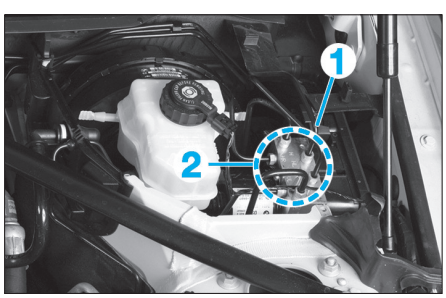

Fig. 37
• Débrancher le connecteur (1) **(Fig.37)**.
• Desserrer les conduites de frein (2).